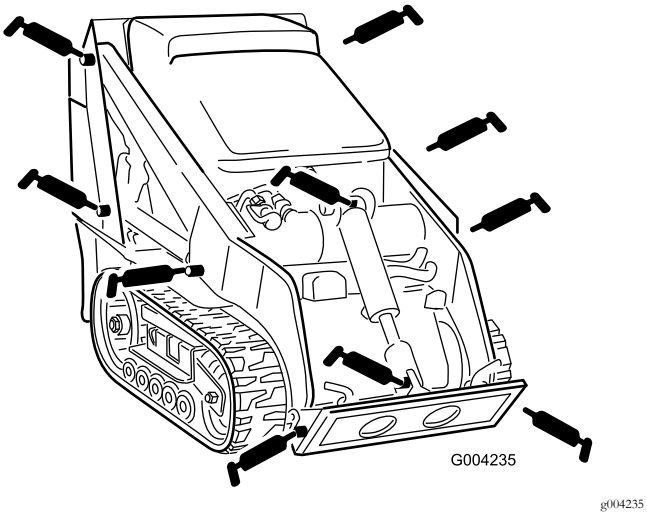
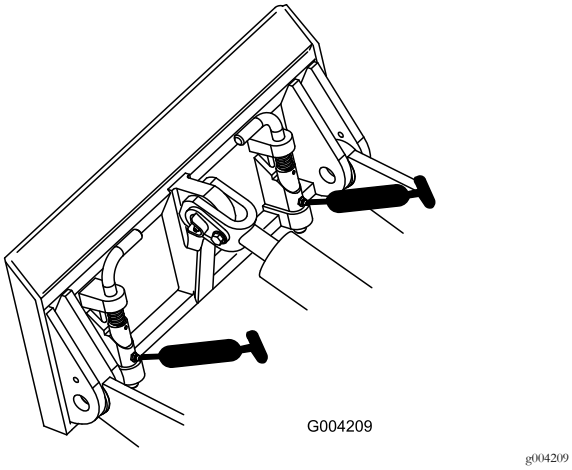

Figuur 34
Figuur 35
3. Sluit een smeerpistool aan op elke smeernippel (Figuur 34 en Figuur 35).